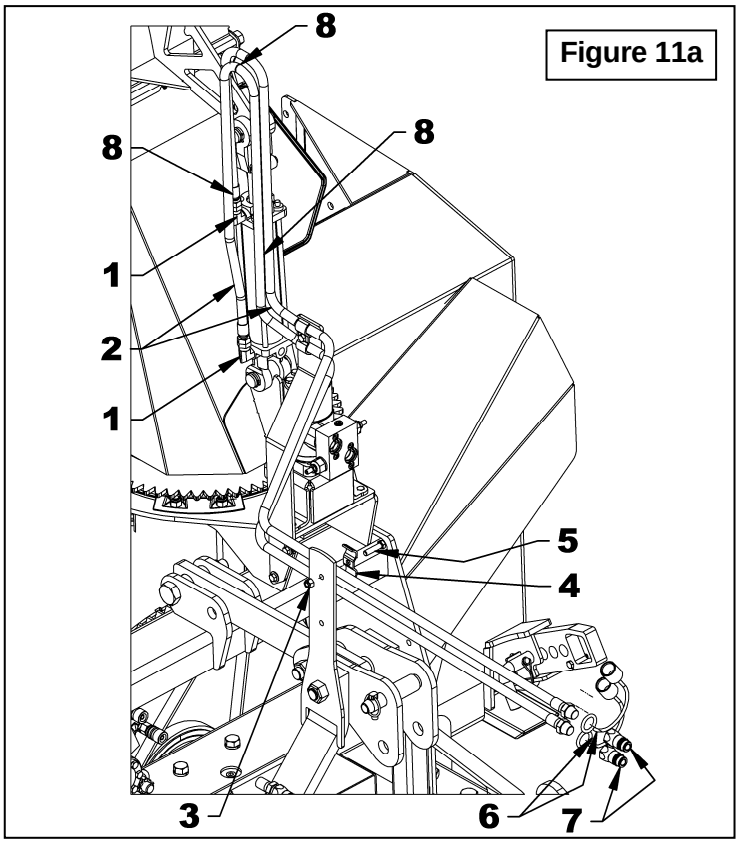

Figure 11a
3. **Figure 11a:** Attach hoses (item 2) to the hose support previously installed by running them inside the hose clamp.
4. **Figure 11a:** Attach hoses (item 2) to the hose support located on the three point hitch with the hose clamp (item 4), a 3/8"NC x 1 1/2" bolt and 3/8"NC nut (items 3, 5).
5. **Figure 11a:** Secure with 1/4" x 15" lg nylon tie wraps to the illustrated locations (items 8).